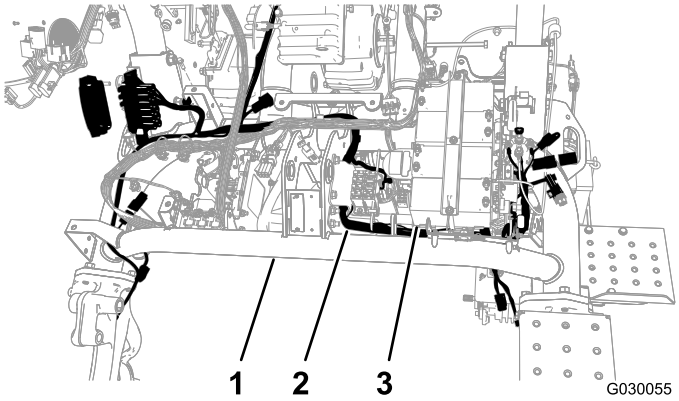

Рисунок 4
4. Проложите жгут проводки под главной трубой рамы и перед аккумуляторами барабанов (Рисунок 4).
5. Протяните новый жгут проводки обратно под главной трубой между противоположной стороной пластины аккумуляторной батареи и левой трубой рамы (Рисунок 4).